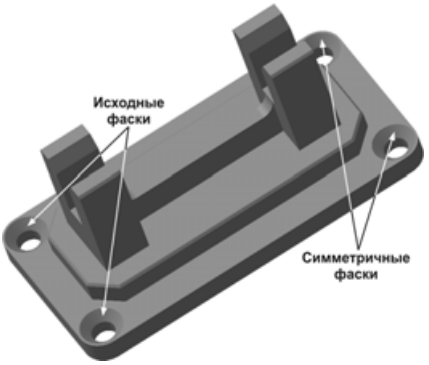

Рис. 5.94
- Верните указатель в конец дерева построения. На крепежных отверстиях симметричной половины детали фаски будут добавлены автоматически (рис. 5.94).